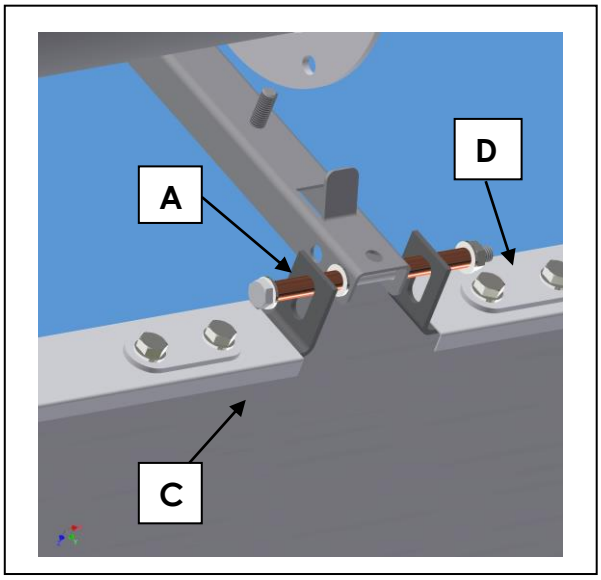

Abb. 60: Montage Reflektorverlängerung an Traverse
2. Schrauben mit Abstandshülsen und Montagewinkeln **A** an gewünschten Stellen an Traversen montieren (Abb. 60).
4. Reflektorverlängerungsbleche **C** auf Montagewinkel **A** auflegen und mit Verstärkungslasche **D** verschrauben (selbstsichernde Muttern M8) – (Abb. 60).